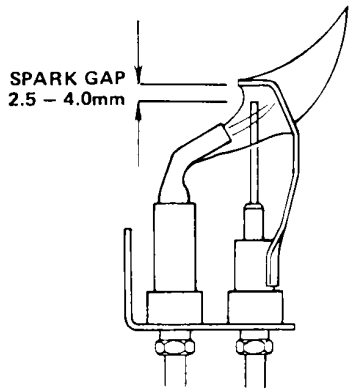

FIG. 29 PILOT BURNER SPARK GAP TOLERANCES
The pilot is pre-set and no adjustment is required. The pilot flame envelope should cover the electrode tip and spark earthing strip see FIG. 29. If the pilot flame is not as illustrated, remove and clean the pilot as described in the Servicing Instructions Section 4, PILOT BURNER, Page 22.
H. Ensure that the spark gap is as illustrated in FIG. 29.
6. Replacement is the reverse of removal. On re-assembly ensure that the spark gap is as illustrated in FIG. 29.